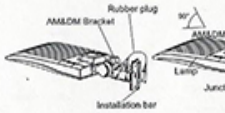

Figure 21
Step 1: Remove the four bolts from A&D bracket, remove the four rubber plugs from installation bar, put the four rubber plugs on the place where the fours bolts were previously placed on the bracket for waterproof purpose(Figure 21)